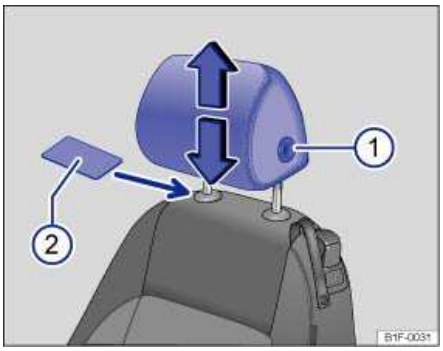

Fig. 47 Removing front head restraints.
- Slide a flat object, such as a plastic credit card, underneath the right side of the cap on the right-hand seat guide rod ⇒ fig. 47 (2) to unlock the head restraint.
- To release the left-hand guide rod, press button (1) in (towards guide rod) and hold.
- Pull the head restraint out completely while holding button (1).